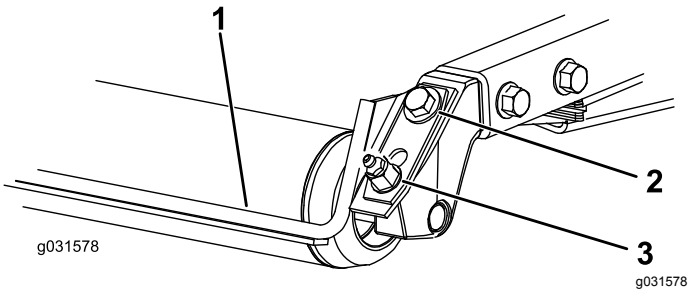

Figur 8
1. Løsn smøreniplen og monteringsskruen (Figur 8).